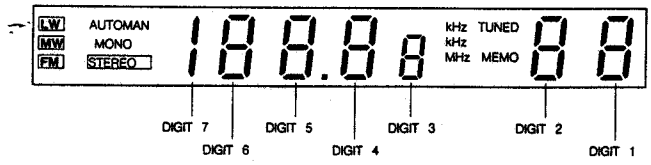

Fig. 4
Alle in de tabel genoemde segmenten zijn één seconde zichtbaar. Indien alles volgens de tabel 1 doorlopen is blijft het display met alle segmenten aan staan (zie Fig. 4), totdat de test d.m.v. de tuning up toets (1 seconde indrukken) beëindigt wordt.
La version du logiciel de l'afficheur apparaît 2 secondes après la mise en service du programme de test dans le champ de préréglage ('digit' 1 Fig. 4). (par exemple 1). Après env. 1 sec. elle disparaît et le test de la RAM débute automatiquement.
Si le test se déroule positivement, un "1" apparaîtra pendant une seconde ('digit' 1 Fig. 4) dans le champ de remise à zéro. Si le test n'est **pas** positif, un "0" apparaîtra pendant 1 seconde sur le même champ.
(voir fig. 4) jusqu'à ce que qu'il soit mis fin au test en pressant la touche "tuning up" pendant 1 sec.
Nach Einschalten des Prüfprogramms erscheint im 'preset'-Feld ('digit' 1 Bild 4) nach 2 Sekunden die Software-Ausführung des Display (z.B. 1). Nach etwa 1 Sekunde ist sie wieder verschwunden und läuft automatisch die RAM-Prüfung an.
Wenn die Prüfung positiv abgelaufen ist, wird für 1 Sekunde in dem 'preset'-Feld ('digit' 1 Bild 4) eine '1' gegeben werden. Falls **nicht** positiv abgelaufen, so wird für 1 Sekunde in dem 'preset'-Feld eine '0' gegeben werden.
Nacheinander wird das Display gemäss Tabelle 1 automatisch geprüft. Alle in der Tabelle aufgeführten Segmente sind 1 Sekunde sichtbar. Wenn alles gemäss Tabelle 1 durchlaufen ist, ist das Display mit sämtlichen Segmenten (siehe Bild 4) nach wie vor eingeschaltet, bis die Prüfung mittels der Taste 'tuning up' (1 Sekunde drücken) beendet wird.
All segments except decimal point (DP) go on (see Fig. 4)
Dopo che il programma di prova è stato azionato, a destra del display appara dopo per due secondi il display in versione software ('digit 1' Fig. 4). Dopo un secondo la visualizzazione sparisce nuovamente ed ha automaticamente inizio la prova Ram.
Anche questa prova viene eseguita automaticamente. Se la prova procede senza intralci, si vedrà apparire il numero 1 ('digit 1' Fig. 4) a destra del display, se invece ci sono problemi tecnici, si vedrà apparire, sempre a destra del display (anche se la prova Ram ha avuto esiti negative).
Se ogni operazione è stata eseguita secondo la tabella n° 1, i dati del display resteranno visibili (si v. aproposito Fig. 4), finché la prova non verrà conclusa schiacciando per un secondo il tasto tuning up. L'apparecchio, automaticamente, si ritrova in posizione stand-by.